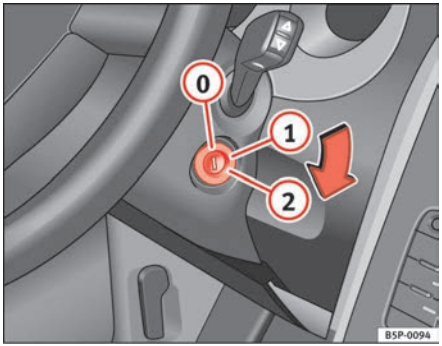

Fig. 135 Ignition key positions
In the position ⇒ fig. 135 the ignition and the engine are OFF and the steering may be locked.
– Turn the ignition key to position ⇒ page 162, fig. 135 (1). The indication lamp ᘐ will light for engine pre-heating.
– When the warning lamp goes out, turn the key to position (2) to start the engine. Do not press the accelerator.
– Turn the ignition key to position ⇒ page 162, fig. 135 (0).